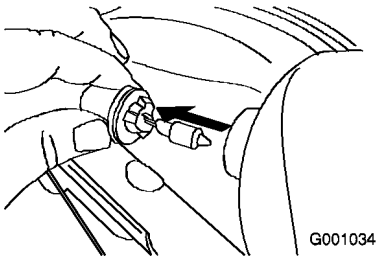

Figur 59
3. Fjern pæren ved å ta den rett ut fra baksiden av frontlykten (Figur 59).